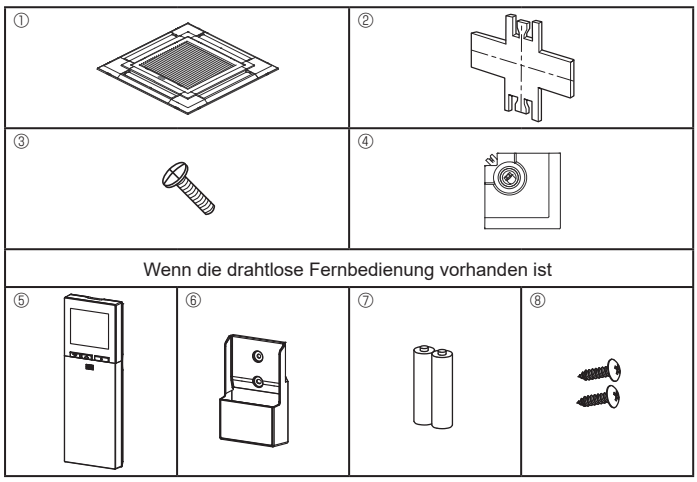

Fig. 9-1
9.1. Überprüfung des Inhalts (Fig. 9-1)